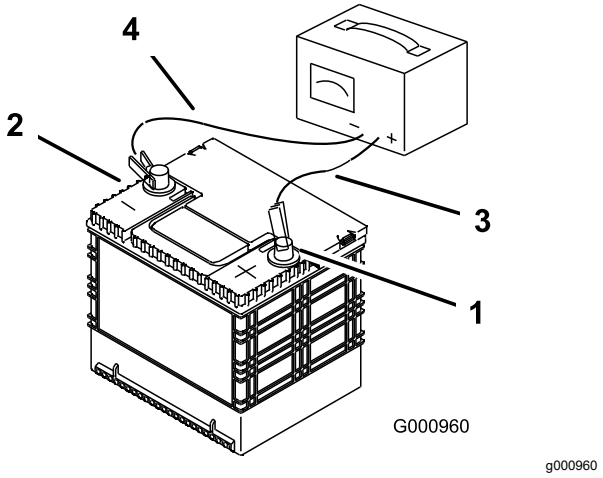

Rysunek 52
3. Gdy akumulator jest w pełni naładowany, odłącz ładowarkę od gniazdka elektrycznego, a następnie odłącz przewody ładowarki od biegunów akumulatora (Rysunek 52).